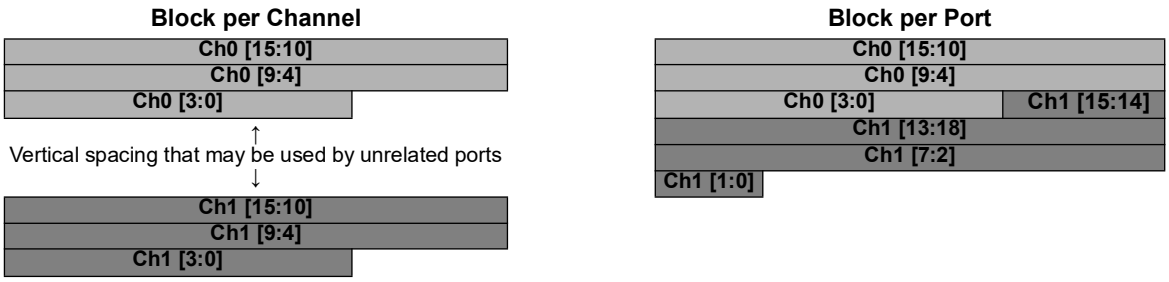

Figure 4-26. Block Packing Mode
- Payload data block refers to blocks of data within a frame, as controlled by BLOCK_PACKING_MODE (see p. 132) and shown in Fig. 4-26: